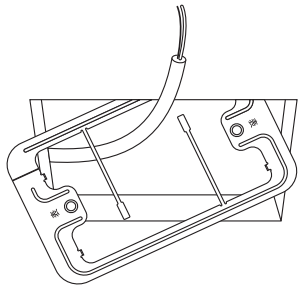

Fig. 3-29
(1) Remove the metal plate of the receiver by slipping a slotted screwdriver or the like into the cutout on the bottom.
(2) Cut out a hole in the ceiling to match the dimensions of the enclosed template. (95 X 51 mm)
(3) Pass the wiring through the enclosed installation metal fitting and put it into the hole. (Fig. 3-29)